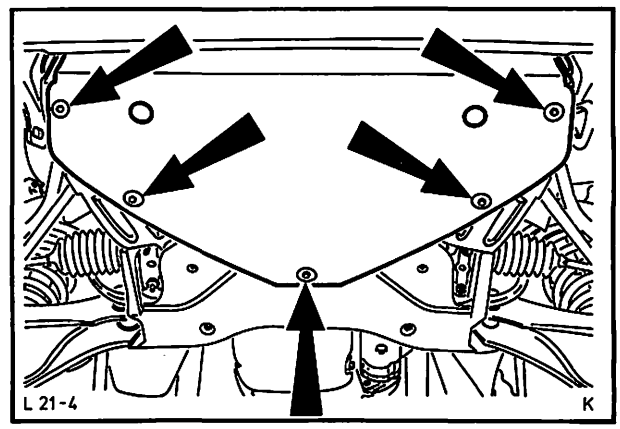
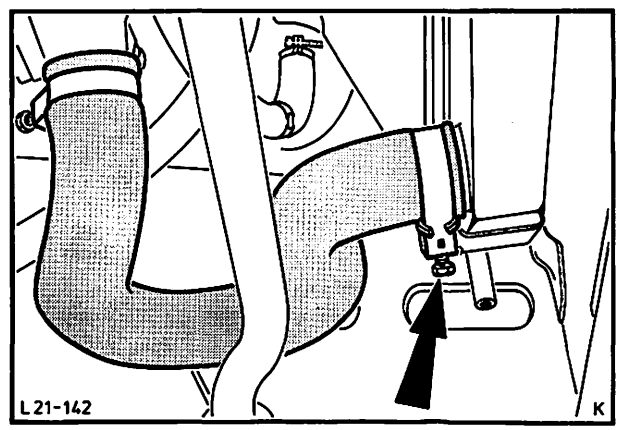

Abb. 203 Spritzpappe – Motorraum entfernen
Abb. 204 Kühlerschlauch vom Kühler trennen
1. Batterie – Massekabel abklemmen und Spritzpappe – Motorraum abmontieren (5 Schrauben), Abb. 203. Kühlflüssigkeit in Auffangwanne ablassen, dazu Kühlerschlauch unten vom Kühler, Abb. 204, und oben vom Wasserauslaßstutzen – Motor entfernen.